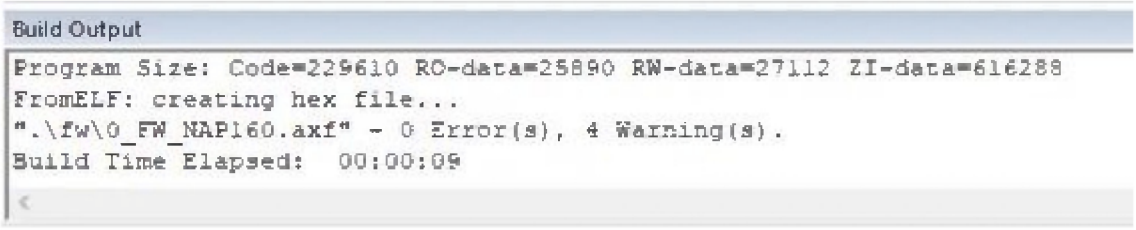

Рисунок 11
4.2.4 При успешной компиляции и сборке проекта в нижней части окна «Build Output» появится сообщение об успешной компиляции (Рисунок 11).